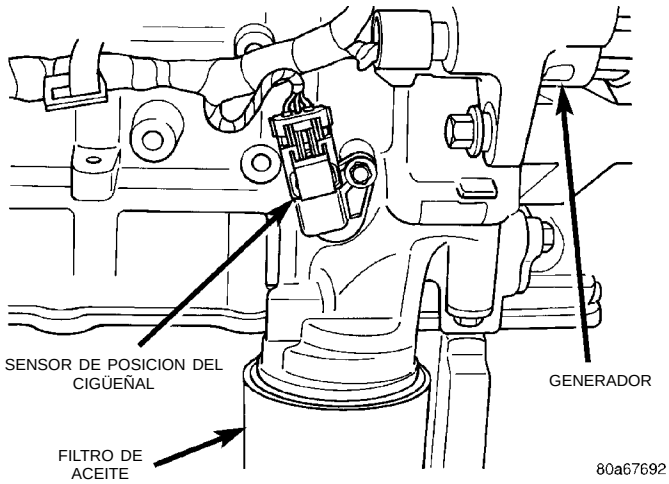

Fig. 69 Sensor de posición del cigüeñal
(18) Inspeccione el conector eléctrico del sensor de posición del cigüeñal (Fig. 69).